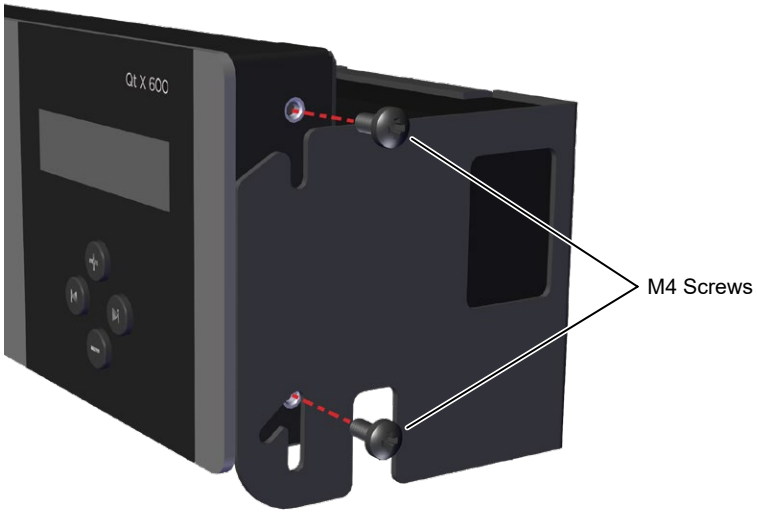

Figure 20. Remove screws and panel from wall mount bracket
1. Remove the wall mount bracket from the controller and reserve the M4 screws to attach the rack mount brackets later (Figure 20).